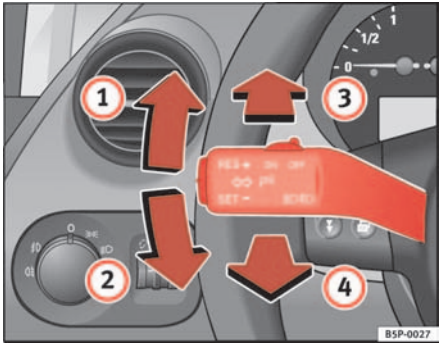

Fig. 77 Turn signal and main beam headlight lever
– Move the lever all the way up ⇒ fig. 77 (1) to indicate **right**, and all the way down (2) to indicate **left**. ▶
– Press the lever forward ⇒ page 115, fig. 77 (3) to switch on the main beams.